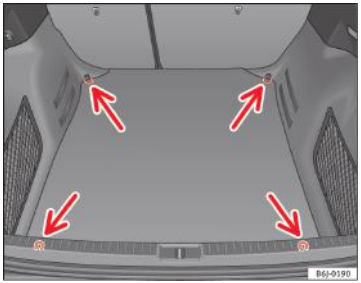

Fig. 94 Amplasarea inelelor de ancorare în portbagaj
– Utilizaţi inelele de ancorare pentru fixarea încărcăturii ⇒ fig. 94 -săgeţi-.